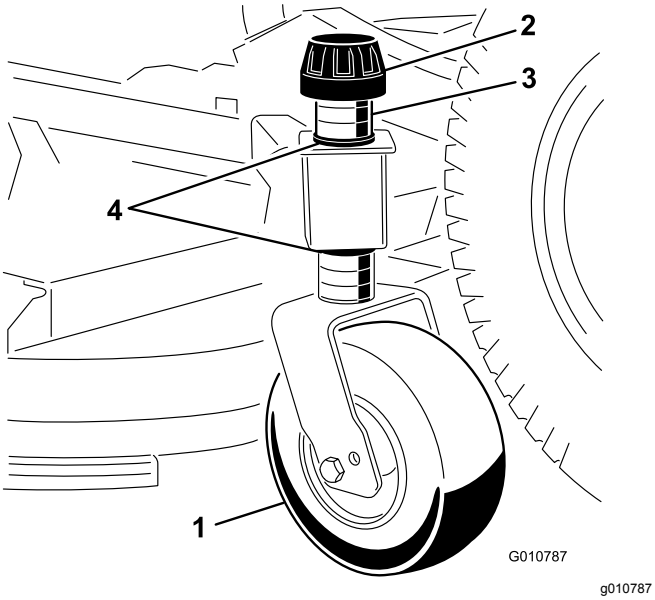

**Figur 10**
1. Fjern strammehætten, som fastholder dybdehjulet på klippeenhedsbeslagene (Figur 10).